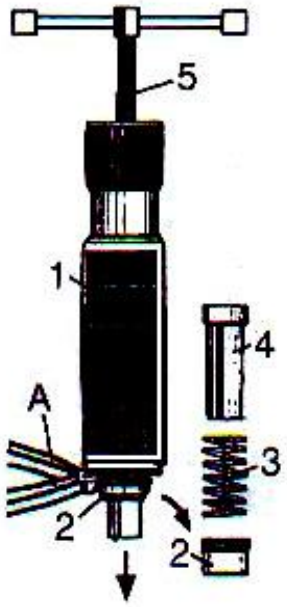

fig.4
3.3 Drücken Sie mit einem Schraubendreher (fig.4-9)die Dichtungen (6,7) und den Kolben (8) aus dem Zylinder. Dabei tritt auch das restliche Öl aus (fig.4-G).